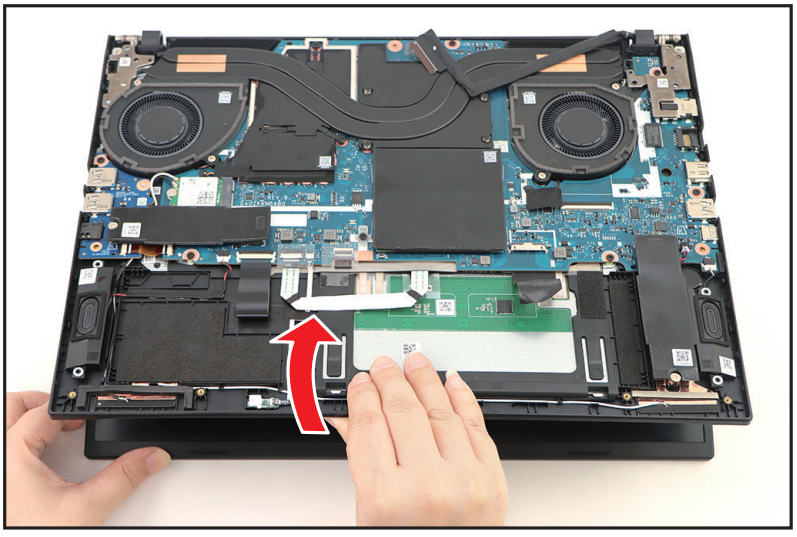

Figure 1-30. LCD Module Removal
3. Lift the top assembly until it is fully open (Figure 1-30).